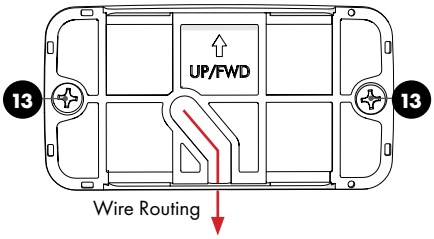

Figure 1
STEP 1 Using a **#2 Phillips Head Screwdriver**, install **(2) Screws** 13 around halfway, so that you can still slightly pick up the base. **FIG 1**
STEP 2 Lift **Base** 12 and route the display wire through the hole in the bottom of the **Base** 12 . **FIG 1/2**